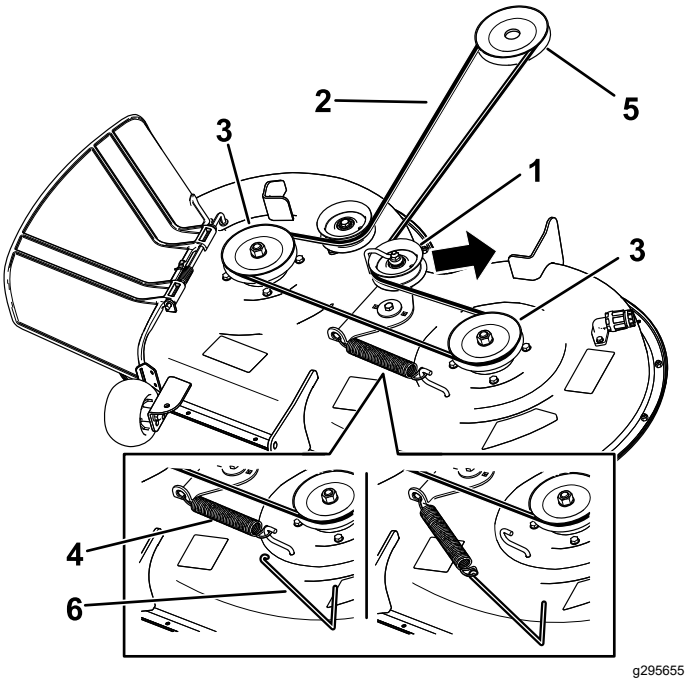

Figuur 56
2. Schroef (3)
6. Gebruik een veerverwijderaar (Toro onderdeelnummer 92-5771), verwijder de spanpoelieveer van de maaidekhaak om de spanning op de spanpoelie te verwijderen en rol dan de riem van de poelies (Figuur 56).
7. Leg de nieuwe riem rond de motorpoelie en de poelies van het maaidek (Figuur 56).
8. Gebruik een veerverwijderaar (Toro onderdeelnummer 92-5771) en plaats de spanpoelieveer terug op de maaidekhaak om spanning op de spanpoelie en riem te zetten (Figuur 56).